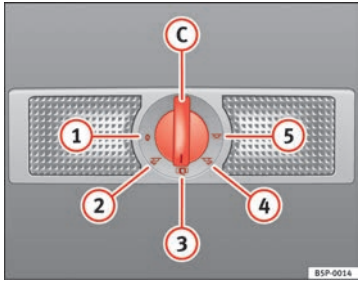

Fig. 80 Rivestimento interno del tetto: la luce interna e le luci di lettura posteriori
Con l'interruttore ⇒ fig. 80 (C) si possono selezionare le seguenti modalità:
Quando l'interruttore si trova nella posizione ⇒ fig. 80 (1), sia la luce principale che le luci di lettura sono spente.